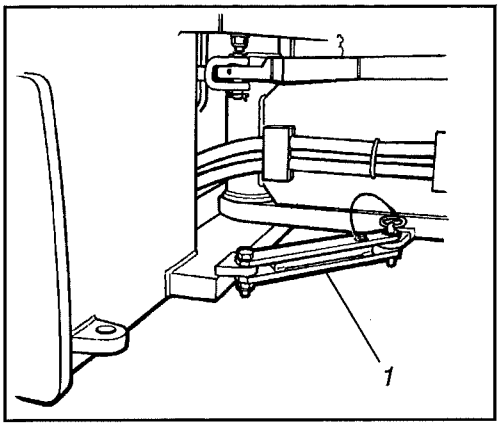

Fig. 32 ***Côté gauche de l'articulation de direction***
1. Verrouiller l'articulation de direction selon la figure 32.